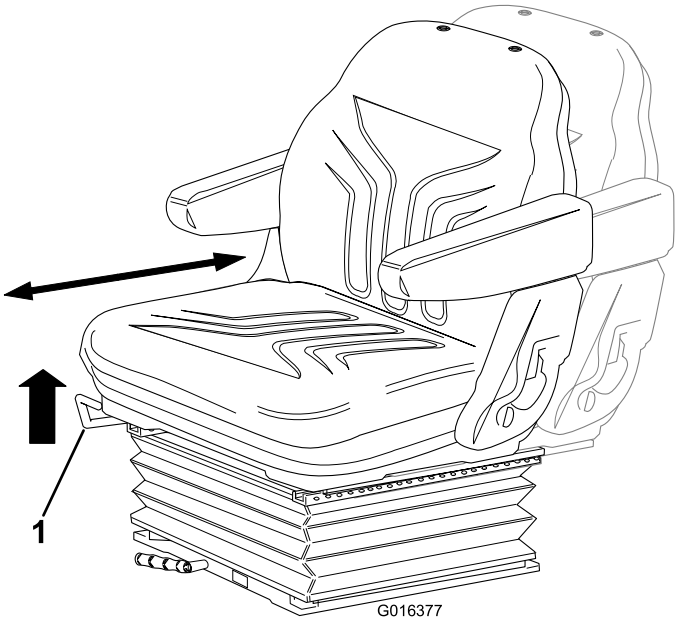

Figur 11
- .**Frem-/tilbagejustering:** Flyt grebet opad for at justere sædets frem-/tilbageposition. Slip grebet for at låse sædet på plads (Figur 11).